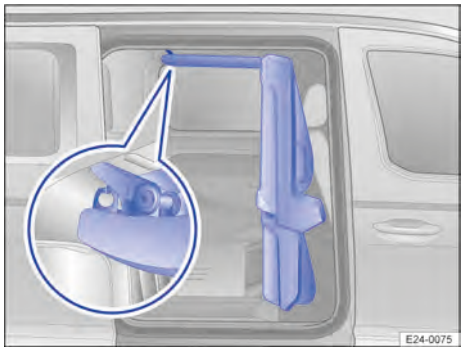

Fig. 88 Panel de separación flexible montado en vertical.
3. Presione hacia arriba la parte superior trasera del panel de separación con la palma de la mano hasta que la fijación → Fig. 88 (imagen ampliada) encastre haciendo clic.
1. Tire hacia abajo de la parte superior trasera del panel de separación hasta que la fijación se suelte → Fig. 88 (imagen ampliada).